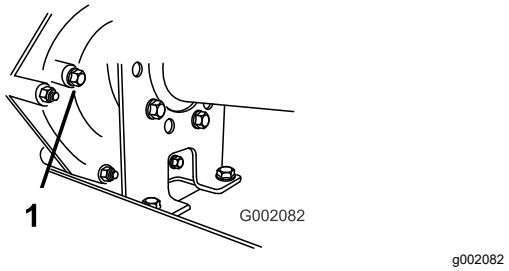

Figur 61
2. Ta bort bulten från nivåindikeringshålet (Figur 61).